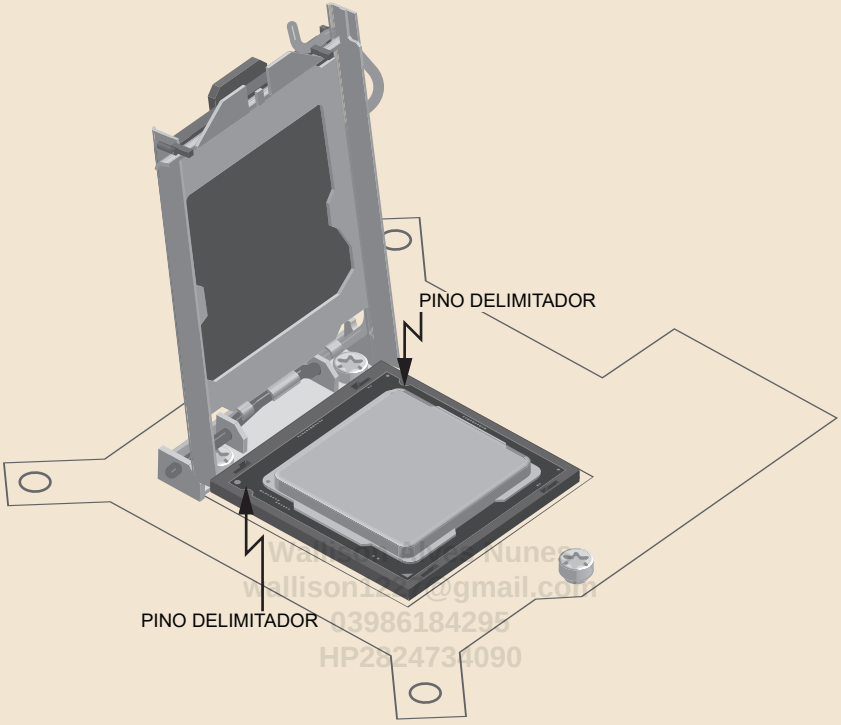

Figura 15.31: Processador dentro do soquete.
6. Encaixe o processador dentro do soquete, tendo certeza de que os chanfrados do processador se encaixaram perfeitamente nos pinos delimitadores do soquete (ver Figura 15.31).